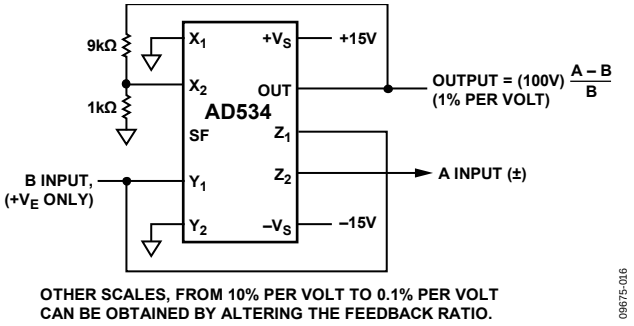

*Figure 24. Percentage Computer*
As with the multiplier connection, overall gain can be introduced by inserting a simple attenuator between the output and $Y_2$ terminal. This option and the differential ratio capability of the AD534 are used in the percentage computer application shown in Figure 24. This configuration generates an output proportional to the percentage deviation of one variable (A) with respect to a reference variable (B), with a scale of 1% per volt.